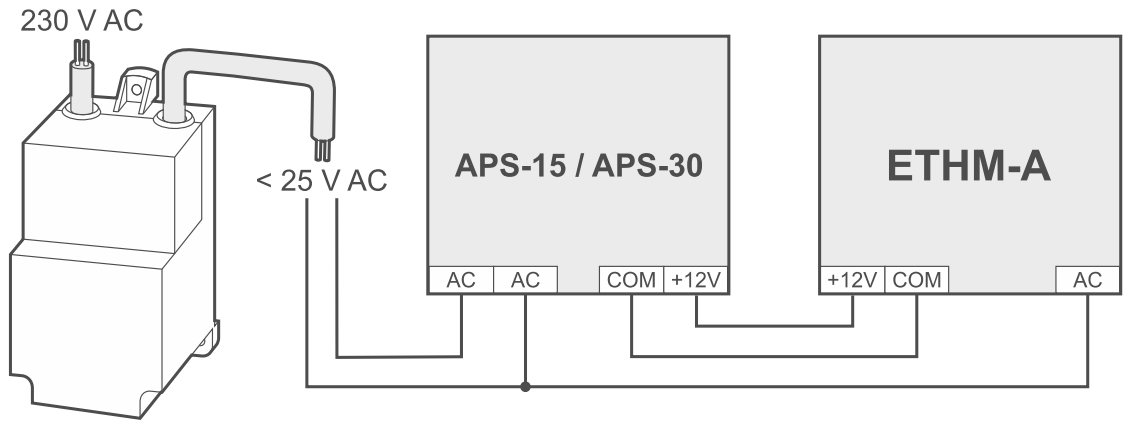

Рис. 6. Пример подключения питания и контроля наличия / частоты переменного напряжения, если модуль запитан от блока питания APS-15 / APS-30 компании SATEL.
3. Если модуль запитан от блока питания APS-15 или APS-30 компании SATEL, к клемме входа AC можно подключить провод вторичной обмотки трансформатора, который подает переменное напряжение на блок питания (рис. 6). Это позволит модулю ETHM-A контролировать наличие переменного напряжения или измерять его частоту.